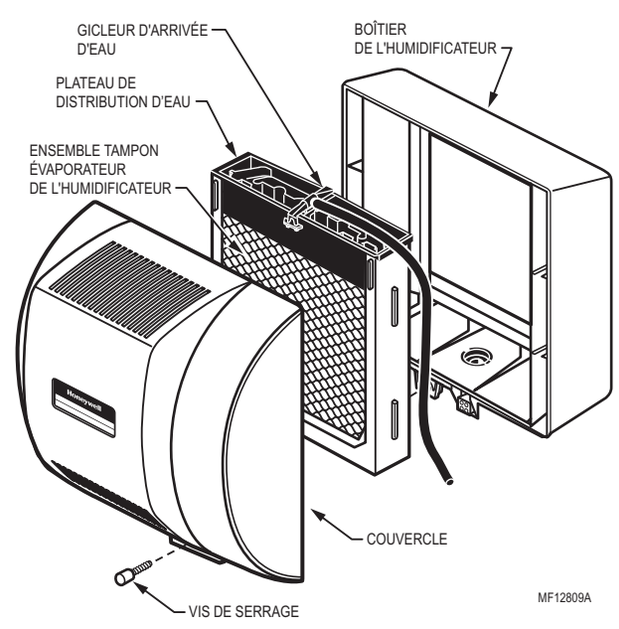

Fig. 3. Composants de l'humidificateur.
5. Retirer l'ensemble tampon évaporateur de l'humidificateur en saisissant le haut du plateau et en retirant l'ensemble du boîtier. Voir la Fig. 3.